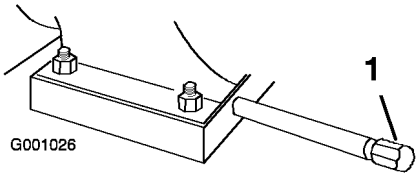

Figura 43
1. Pulite l'area intorno al tappo di spurgo dell'olio (Figura 43).